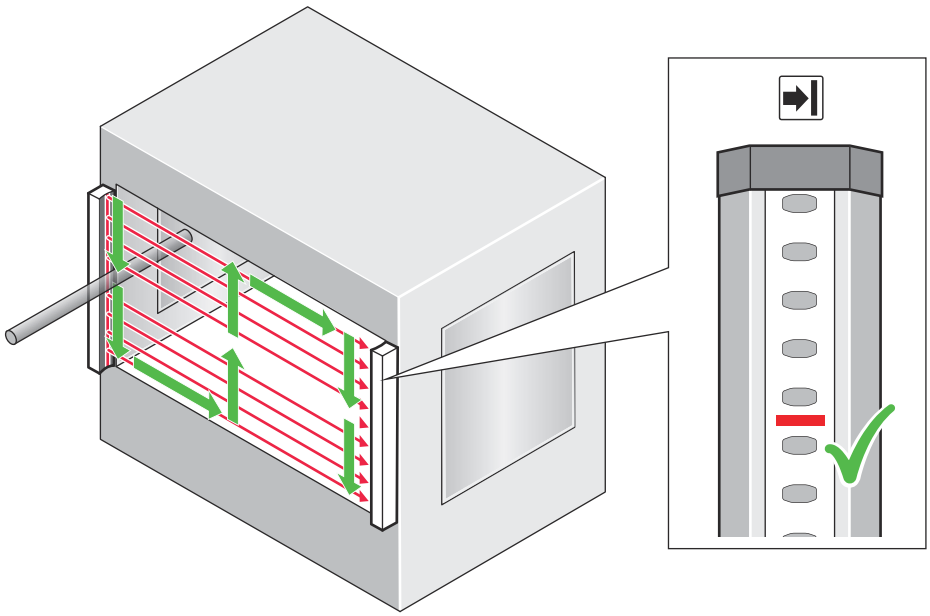

Rysunek 18: Test przy użyciu pręta kontrolnego: krok 1
1. Powoli przesuwać pręt kontrolny w zabezpieczanym polu ochronnym (np. w otworze maszyny, zgodnie ze strzałkami, patrz rysunek 18, strona 28).